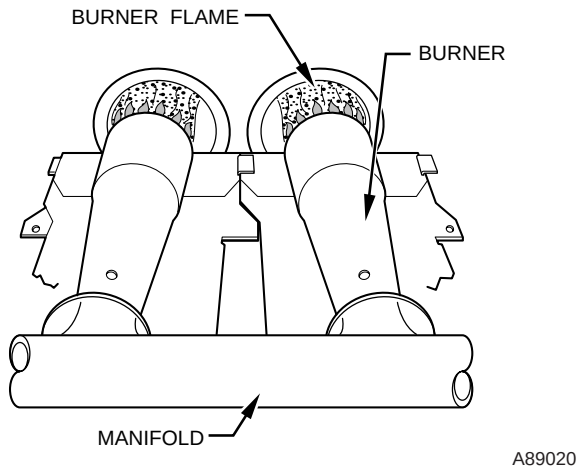

Fig. 59—Burner Flame
f. Replace burner enclosure front and verify adjusted gas input rate using method outlined in item 3.
g. Look through sight glass in burner enclosure and check burner flame. Burner flame should be clear blue, almost transparent. (See Fig. 59.)